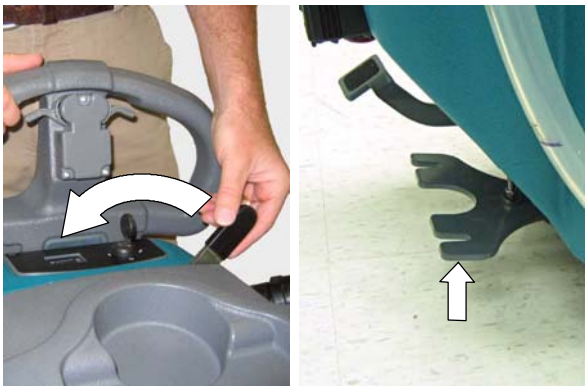

AFB. 2
2. Zet de montagebeugel van de vloerwisser omhoog door de wisserhendel naar rechts te bewegen (afbeelding 2).